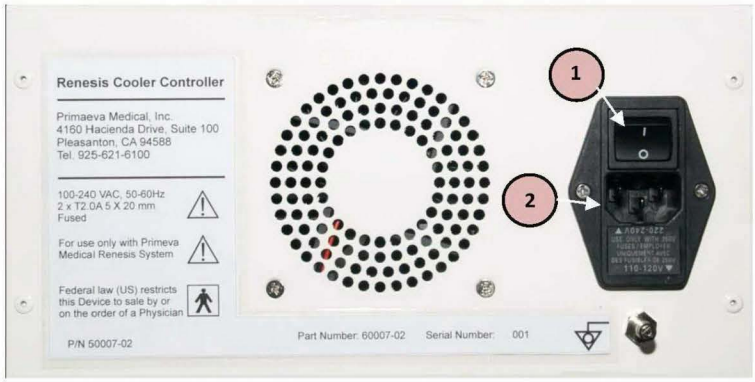

FIGURE 9.2: REAR PANEL – COOLER CONTROLLER
Connect the power cable (provided) to the connector on the rear panel (Item 2 as shown in Figure 9.2).
Power Supply AC Power connector Note: Check **Specifications-Section 11** for the appropriate input power specifications. [Item 2 in Figure 9.2]
POWER	**Power On/Off Switch** Switches the supply power for the Cooler Controller On/Off. [Item 1 in Figure 9.2]
3. Turn on power on the Cooler Controller (Item 2 in Figure 9.2).